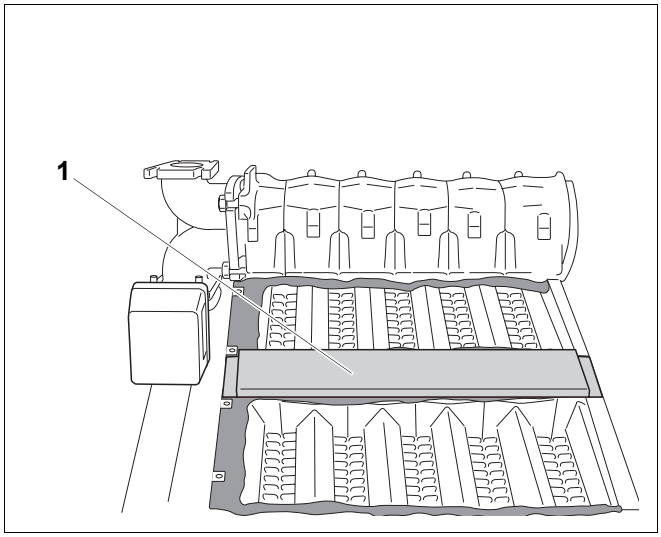

Rys. 34 Nałożenie elementu środkowego
- Element środkowy (rys. 34, **poz. 1**) należy ułożyć równo z przednią krawędzią kotła grzewczego.
- Ułożyć równo element środkowy (rys. 34, **poz. 1**) i przykręcić go od przodu śrubą z łbem płaskim 3,9 × 9,5.